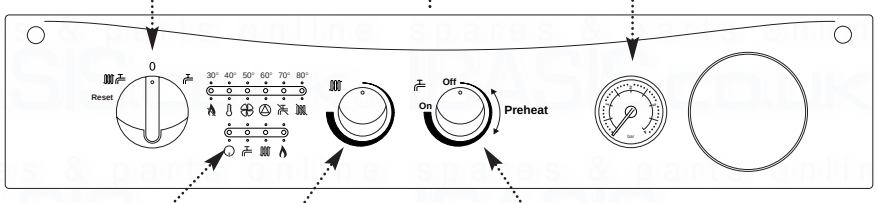

Fig. 33
10. If at any time during commissioning it is required to terminate a particular cycle, e.g. the pump overrun period, turn the selector to the OFF position and then back to either ( ) or ( ) (Fig. 33).